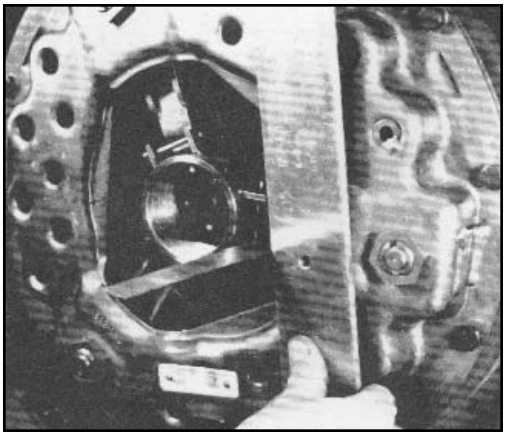

Figure 10. Checking “A” Dimension
4. A straight edge and scale will provide a means of checking the “A” dimension as shown in Figure 10.